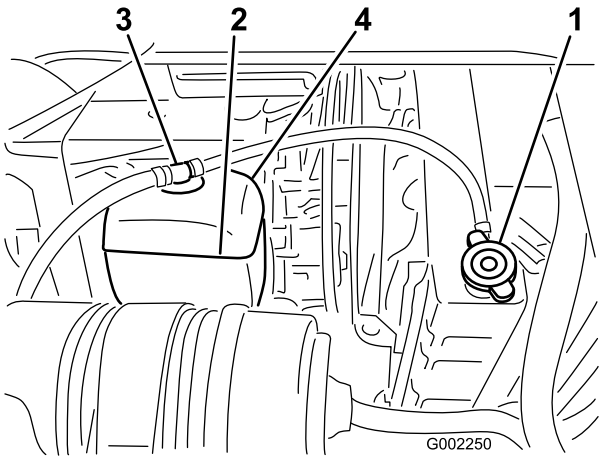

Figuur 52
2. Als de motor is afgekoeld, verwijdert u de radiateurdop (Figuur 52).